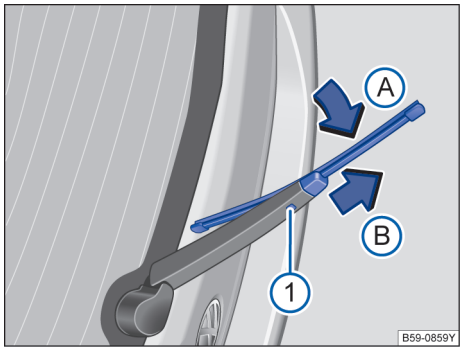

图 213 更换后风窗刮水器刮水片
– 按住解锁按钮→ 图 213 ①。
– 将后风窗刮水器刮水片朝刮水器摆臂→ 图 213（箭头 Ⓐ ）方向翻转，同时沿箭头方向 Ⓑ 拔下。会因此需要用较大的力量。